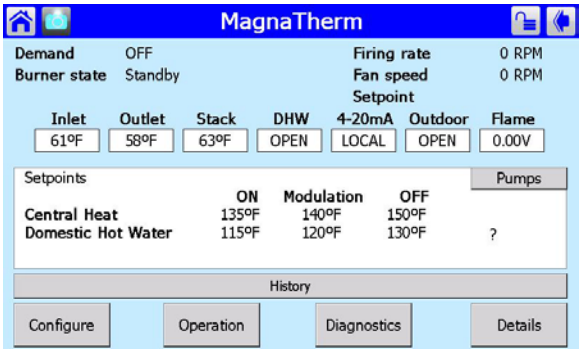

Fig. 38 - Status Summary Page
2. The Status Summary page for that controller will appear. See Fig. 38.